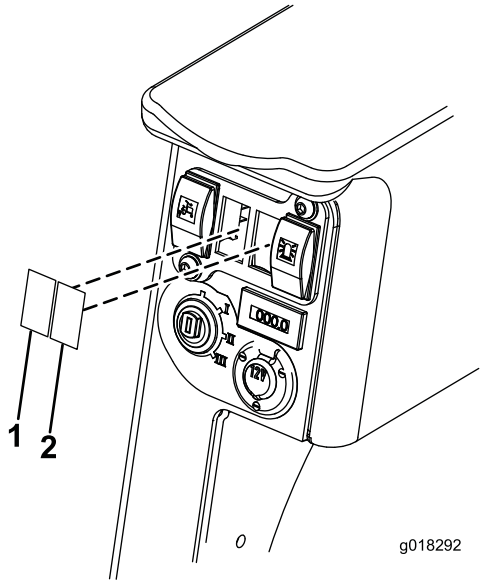

Figur 15
6. Ta bort de två tomma omkopplarna och dra anslutningarna och kablarna till varning- och ljusomkopplarna genom omkopplarhålet (Figur 15). Varningsljusets och lampornas anslutningar har kortare kablar. Varningsljuset har en röd kabel och lamporna en svart. Indikatoranslutningen är svart och sitter på den längre kabeln.